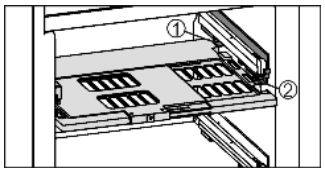

Fig. 34
▶ To insert the humidity control plate: Insert the cover mouldings of the plate into the rear holder *Fig. 34 (1)* from underneath and engage them in the holder *Fig. 34 (2)* at the front.